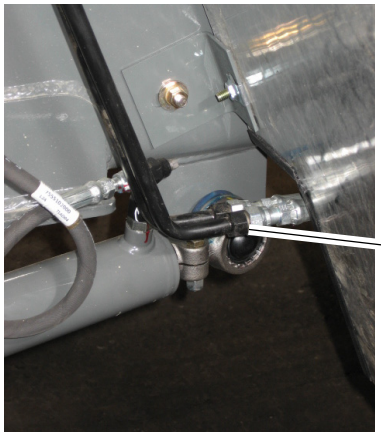

FIGURA 2-18
2. Desconecte la manguera del cilindro de dirección delantero derecho. Tapone la manguera. Tapone o tape la lumbrera del cilindro también. (Vea la Figura 2-18.)